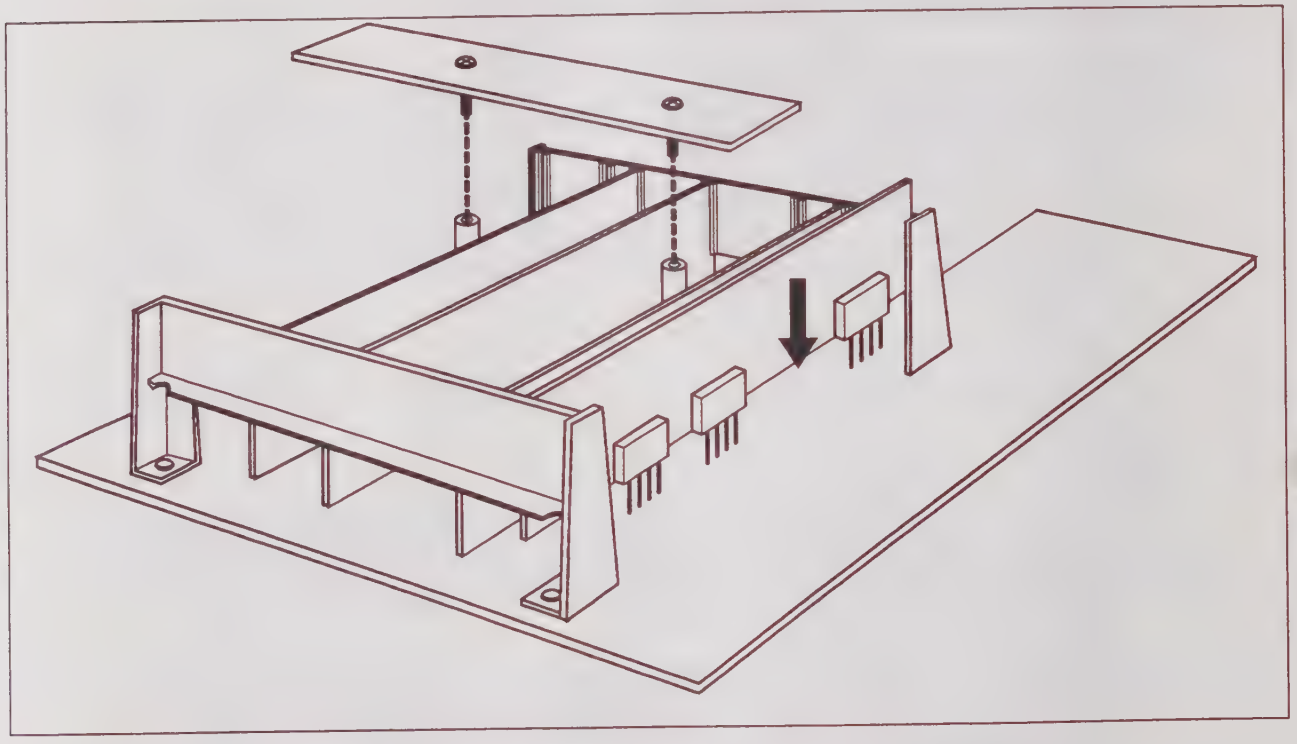
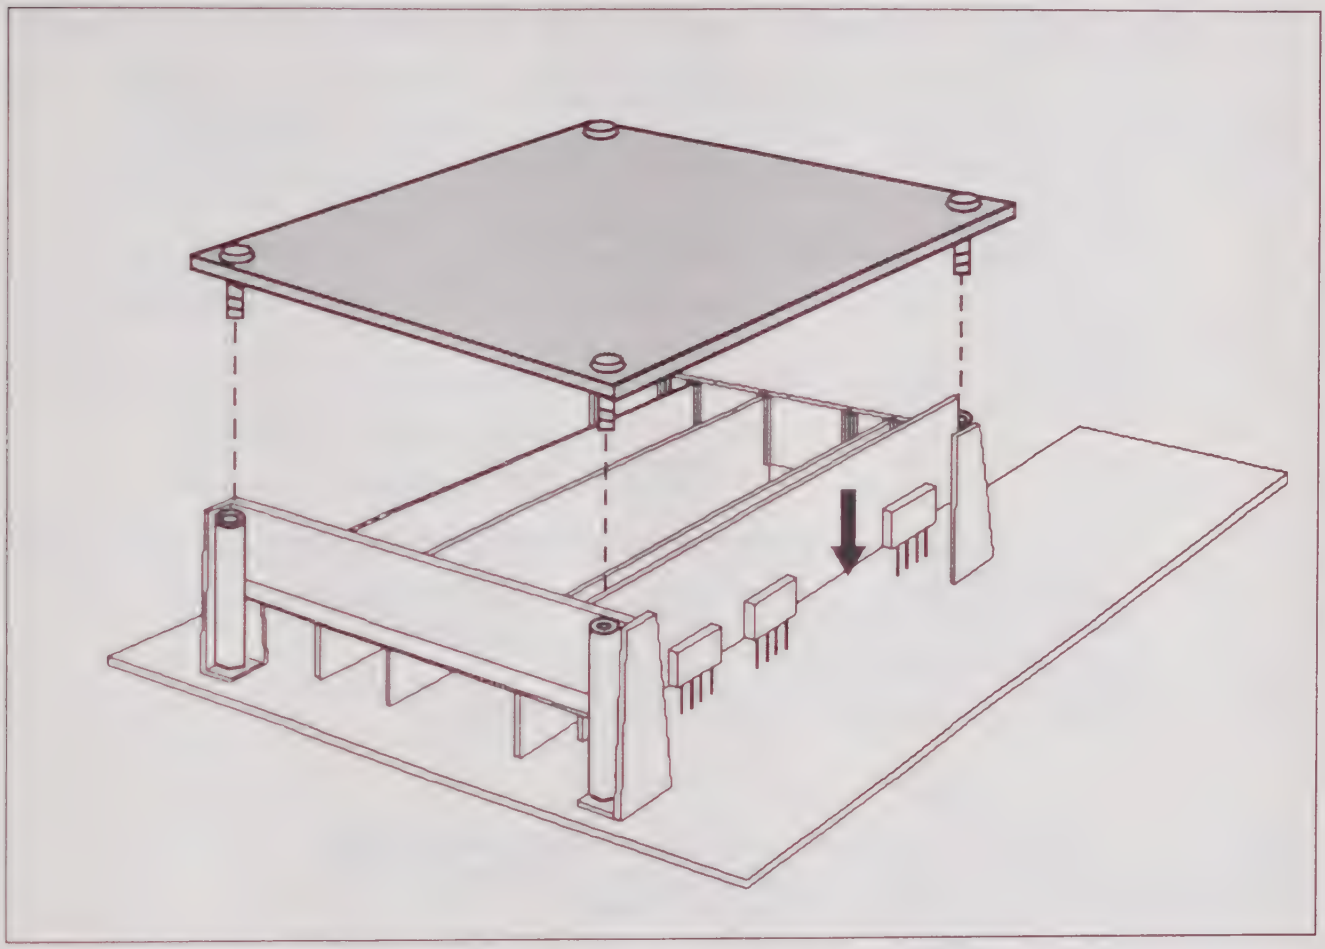

**Figure 3-9. Plug in filter modules on early filter switch boards.**
**Figure 3-10. Plug in filter modules on later filter switch boards.**
2. Remove the retaining clamp from the plug-in filter housing by removing two screws as shown in Figure 3-9 (on later filter switch boards, remove the retaining cover by removing the 4 screws, as shown in Figure 3-10).